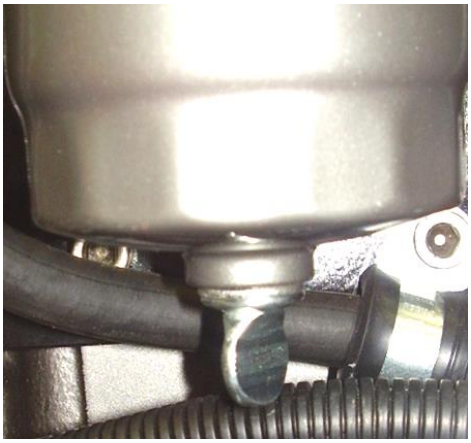

Figure 17: Primary Fuel Filter Drain Screw
- Loosen the drain screw located in the bottom of the fuel filter / water trap (**Figure 17**)